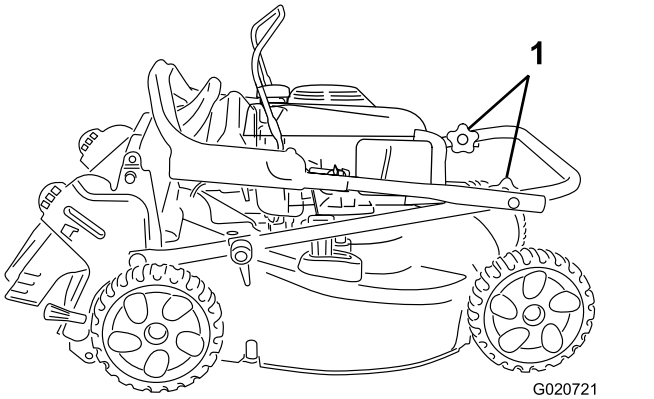

Rysunek 22
3. Obróć górną część uchwytu do tyłu w stronę silnika; patrz Rysunek 22.